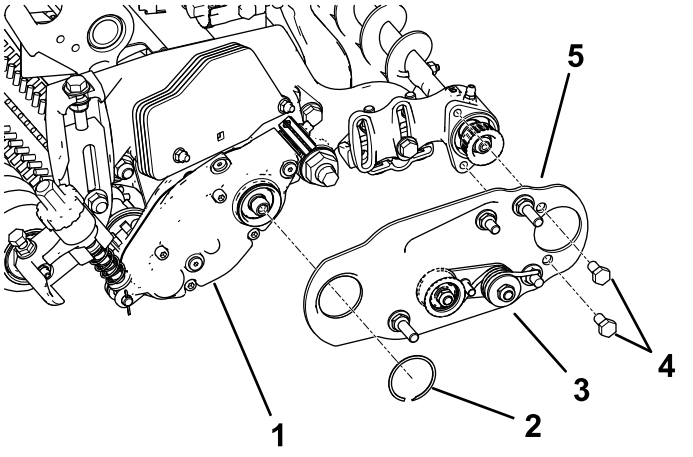

Figura 12
3. Instale a placa articulada da escova do rolo do lado esquerdo ou direito (Figura 12).
Nota: Certifique-se de que o conjunto da polia intermédia está instalado na parte inferior, como se mostra na Figura 12.
4. Aplique adesivo de roscas azul aos dois parafusos (5/16 pol. x ½ pol.) e utilize-os para montar a placa da escova na caixa de rolamentos da escova do rolo (Figura 12).
5. Prenda a placa da escova na caixa da escova do rolo com o parafuso com o anel de retenção (Figura 12).